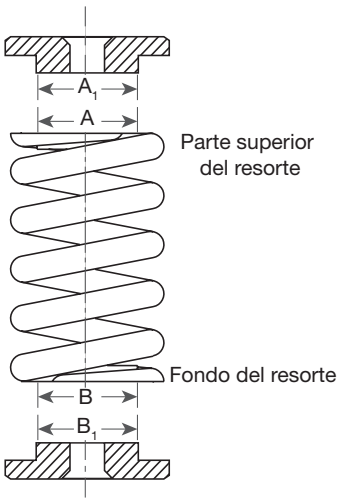

Figura 37: Tolerancia permitida por resorte
- El espacio libre máximo entre A y A_1 y entre B y B_1 (ver Figura 37) es mayor que:
– 0.031" (0.79 mm) para resortes con un diámetro interior (DI) inferior a 4" (100 mm).